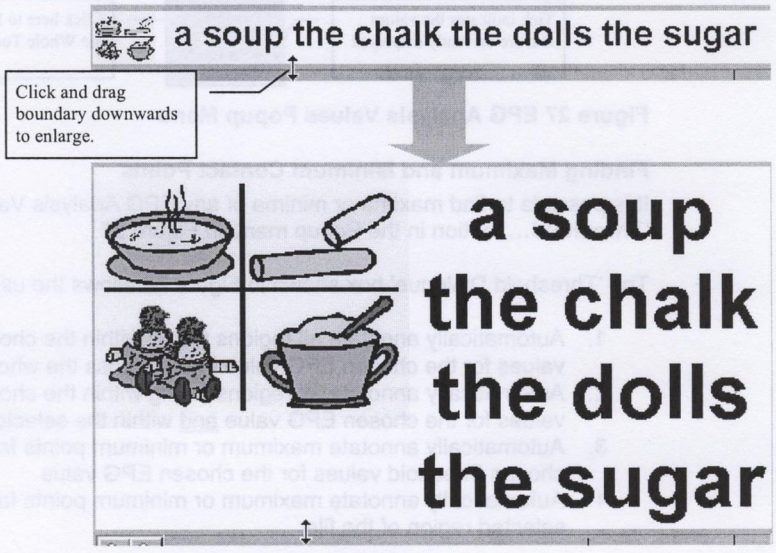

Figure 25 Resizing the Prompt display
- Make the contents of the Prompt display more visible Figure 25.